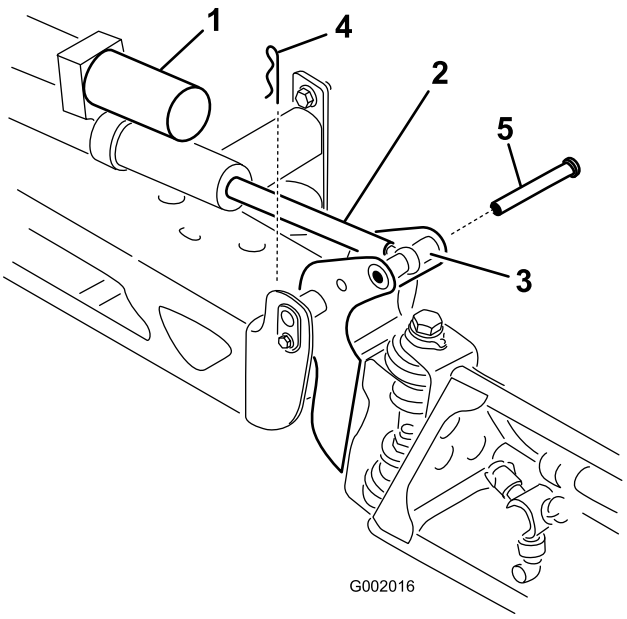

Figur 34
2. Fjern splitten fra drejetappen (Figur 34).
3. Løft op på bommen, og fjern splitten (Figur 34). Sænk langsomt bommen ned til det faste stop.
6. Løft bommen opad, så drejetappen flugter med aktuatorstangen. Mens du holder bommen, skal du føre stiften gennem bommens drejetap og aktuatorstangen (Figur 34).